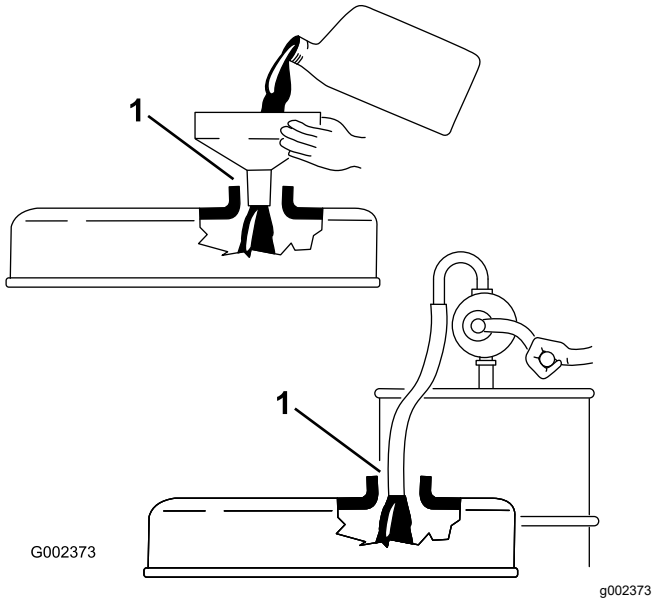

**Figur 36**
***Viktigt:*** **När du fyller på motorolja måste det finnas ett spel mellan oljepåfyllningsenheten och oljepåfyllningshålet i ventilkåpan; se Figur 36. Mellanrummet krävs för ventilation vid påfyllning, vilket hindrar att oljan rinner över i ventilatorn.**